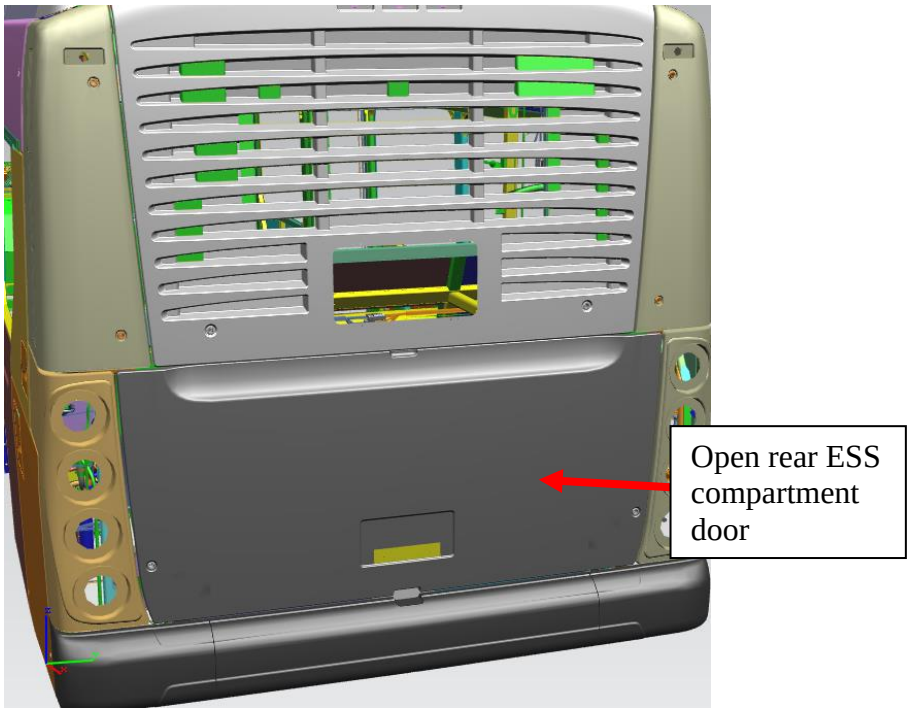

Figure 5: Rear of bus ESS compartment door
1.12 Before removing any MSD(s), confirm voltage is present between the positive in terminal on the BDU and negative in terminal on the BDU. See Figure 5.
2.1 Gain access to the rear ESS compartment. See figure 5.